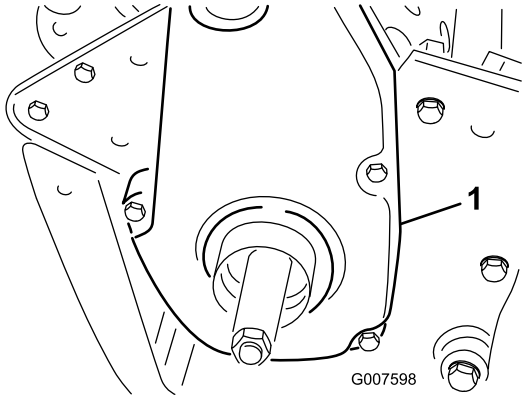

**Figur 47**
6. Demontera den bakre remkåpan på maskinens högra sida (Figur 47).